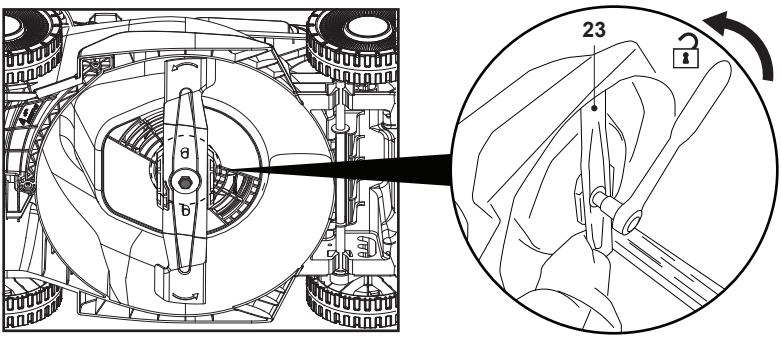

Fig. 18
REMARQUE : Si une clé manuelle est utilisée à la place d'une clé à chocs électrique, la lame de coupe (23) doit rester fixe pendant le desserrage du boulon. Porter des gants résistants et saisir fermement la lame. Utiliser un morceau de bois de taille appropriée pour bloquer la rotation de la lame si nécessaire (Fig. 18).